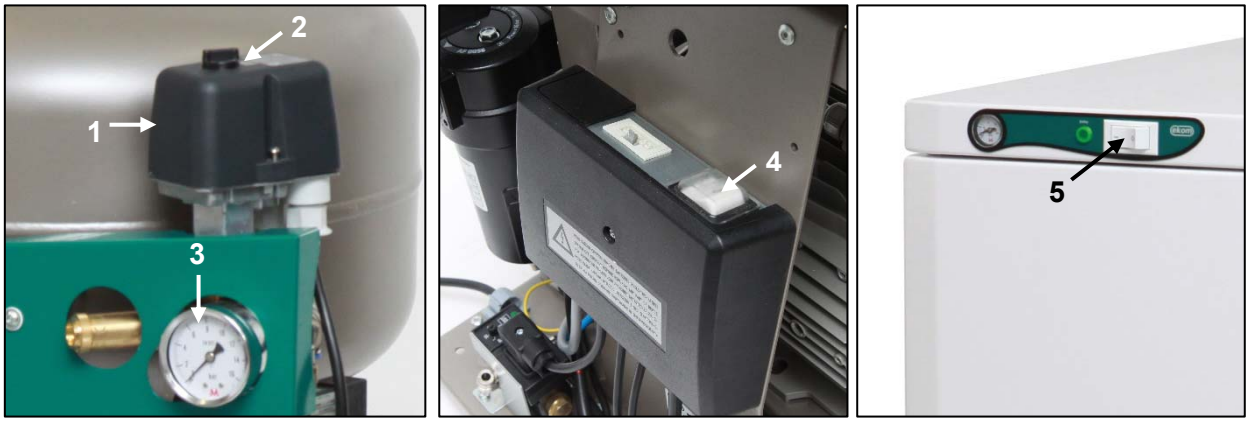

Fig.13
- Vérifiez que le commutateur du disjoncteur est sur la position « I ». Placer le commutateur (4) sur la position « I » s'il se trouve sur la position « 0 » (Fig. 13)
- Pour les compresseurs montés sur armoire, faites tourner le commutateur (5) situé sur la face avant de l'armoire en position « I » ; un voyant vert indique que l'appareil est en marche. (Fig. 13)
(Fig. 13)
(Fig.13)